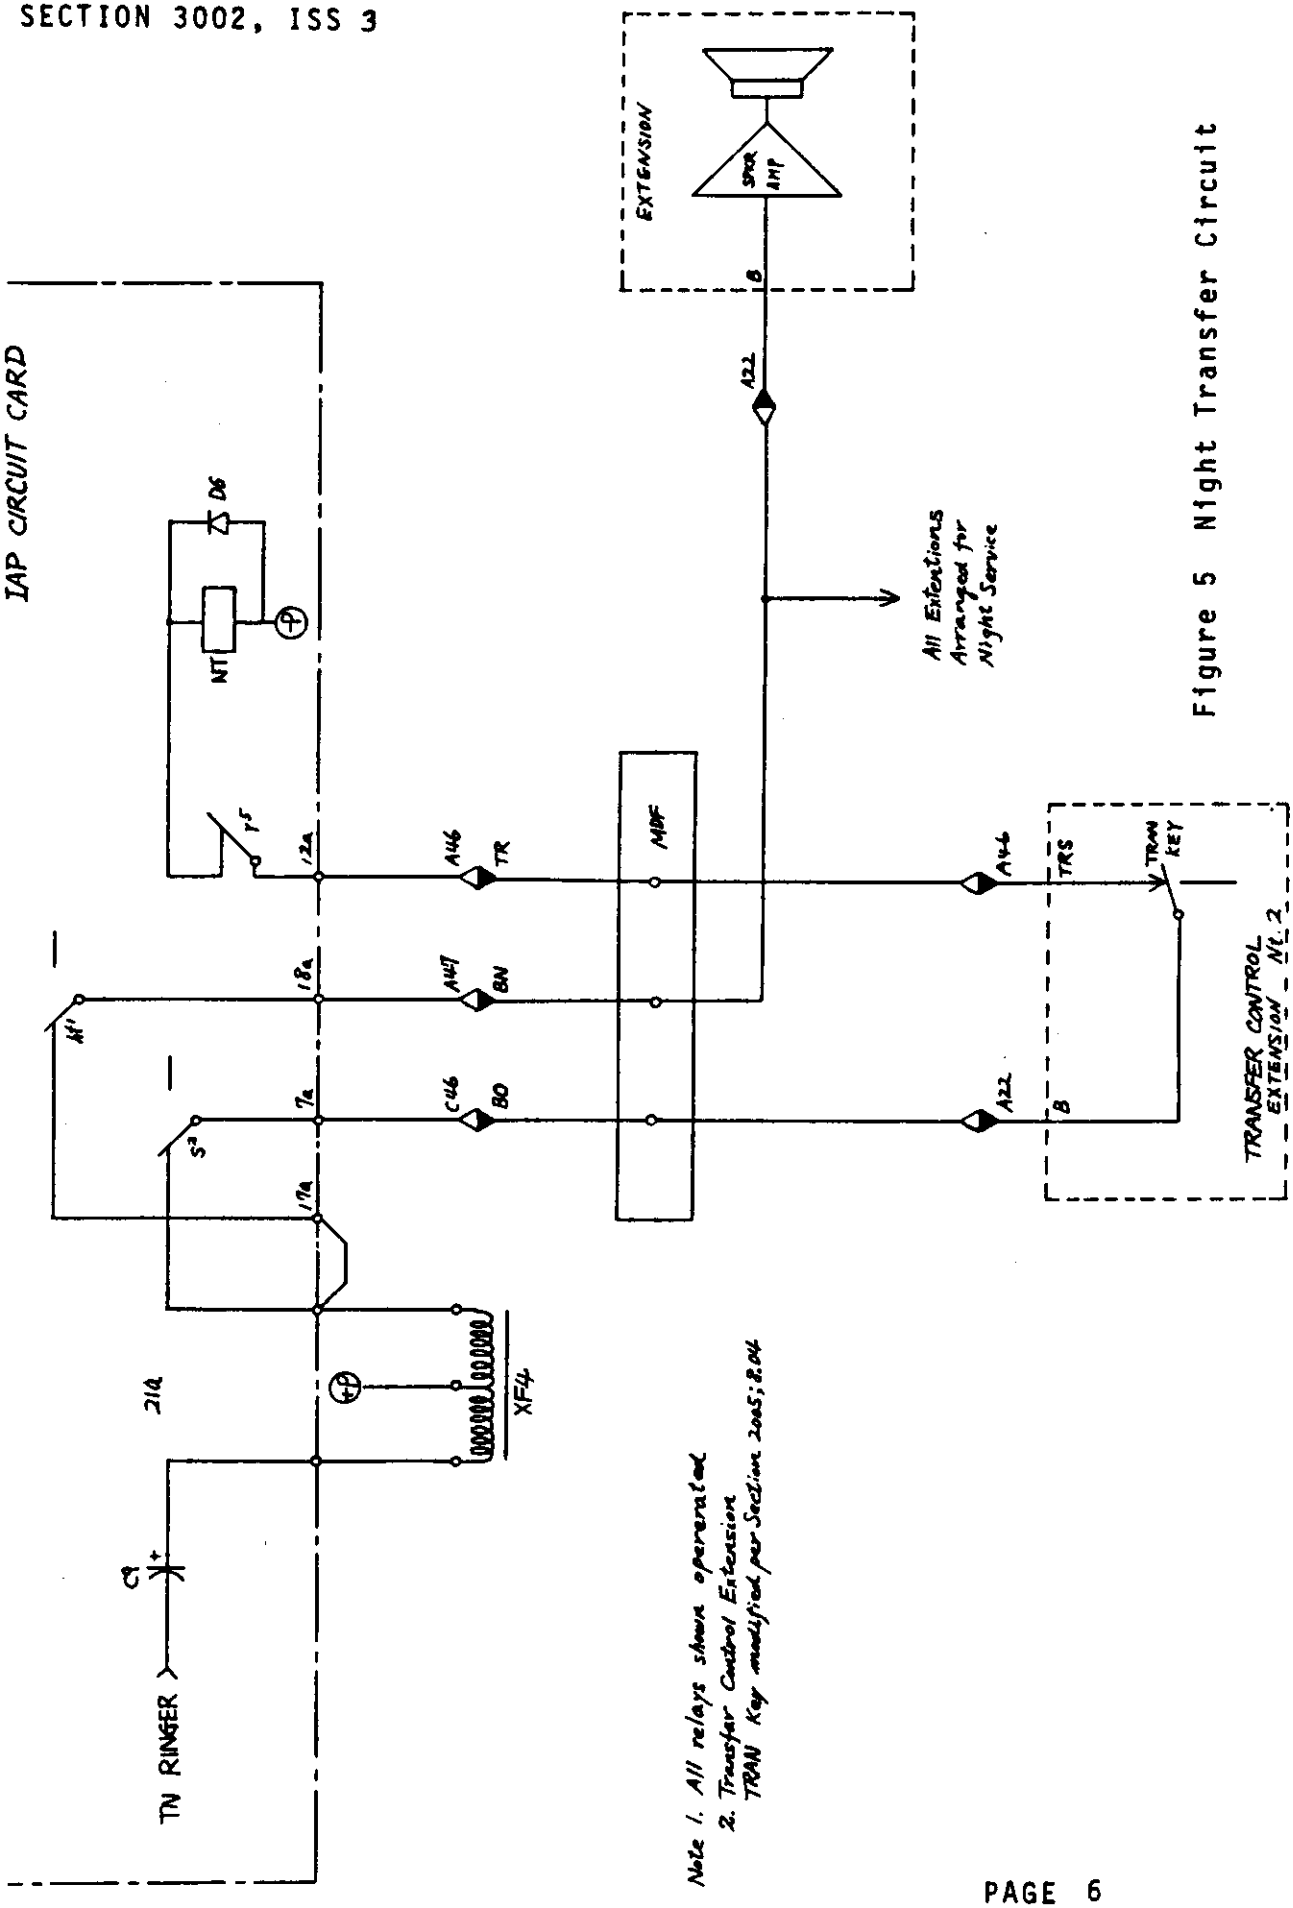

Figure 5 Night Transfer Circuit
4.01 Figure 5 illustrates the operation of RELAY NT on the IAP circuit card during Night Service.